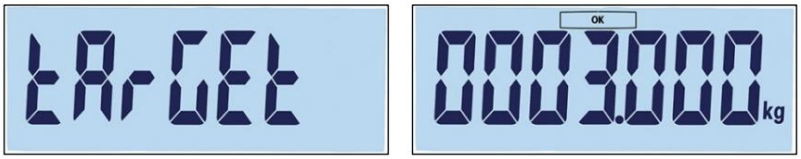

Figur 3-47: Mål- och målinställningsskärmar
4. Efter att ha bekräftat postnumret genom att trycka på knappen , visas kort målskärmen och sedan redigeringsskärmen (Figur 3-47).